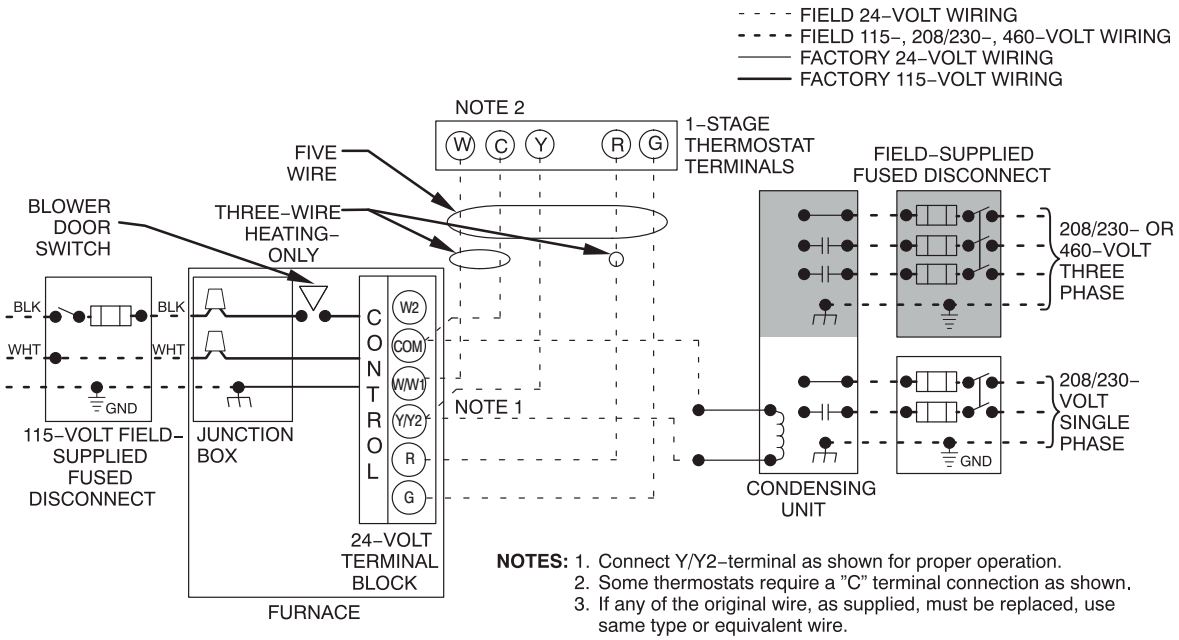
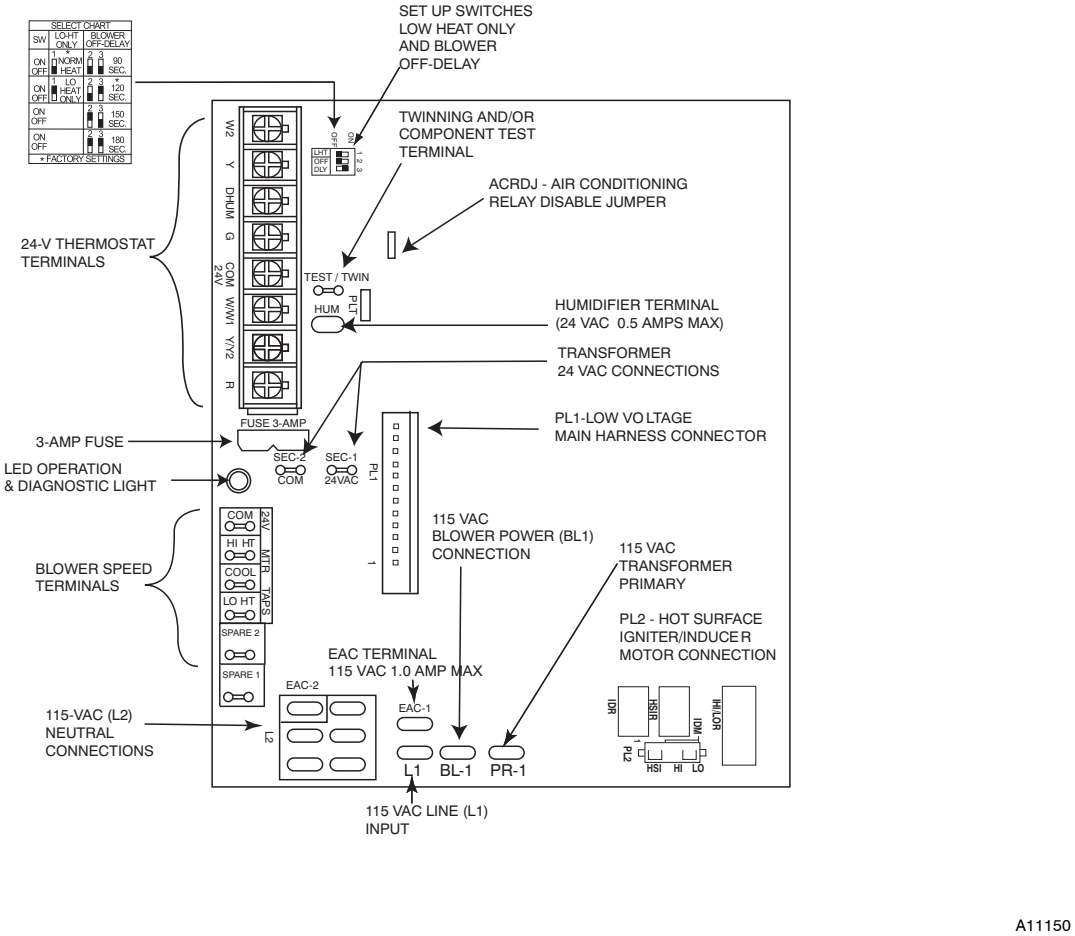

Fig. 35 - Typical Two-Stage Field Wiring Diagram
Fig. 36 - Example of Two-Stage Furnace Control
See Fig. 35 for field wiring diagram showing typical field 115-v wiring. Check all factory and field electrical connections for tightness.
7. Connect field power and neutral leads to furnace power leads as shown in Fig. 35.
6. Connect power cord power and neutral leads to furnace power leads as shown in Fig. 35.
5. Connect field power and neutral leads to furnace power leads. as shown in Fig. 35.
Make field 24-v connections at the 24-v terminal strip. See Fig. 36. Connect terminal Y/Y2 as shown in Fig. 35 for proper cooling operation. Use only AWG No. 18, color-coded, copper thermostat wire.
The 24-v circuit contains an automotive-type, 3-amp. fuse located on the control. Any direct shorts during installation, service, or maintenance could cause this fuse to blow. If fuse replacement is required, use ONLY a 3-amp. fuse of identical size. See Fig. 36.
A single stage heating and cooling thermostat can be used with the furnace. The furnace control board CPU will control the furnace and outdoor unit staging. A two stage heating and cooling thermostat can also be used to control the staging. For two stage thermostat control of the furnace staging, turn SW1-LHT ON at the furnace control board. For two stage thermostat control of a 2-stage outdoor unit, remove the ACRDJ jumper from the furnace control board. Refer to typical thermostat wiring diagrams and the Sequence of Operation section for additional details. Consult the thermostat installation instructions for specific information about configuring the thermostat. See Fig. 36 and 37.